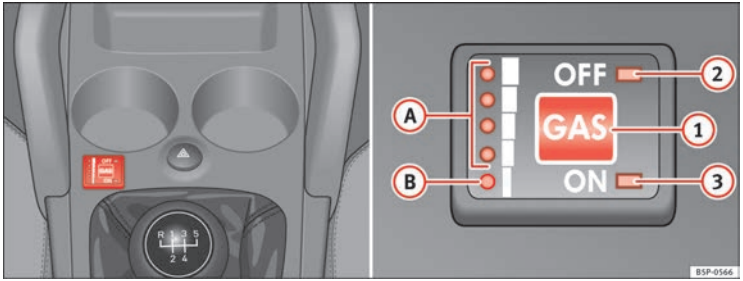

Fig. 36 Centre console: gas system control warning lights and switch.
The level of LPG in the tank is shown by the five control lights ⇒ fig. 36 (A) and (B). It varies with the outside temperatures.